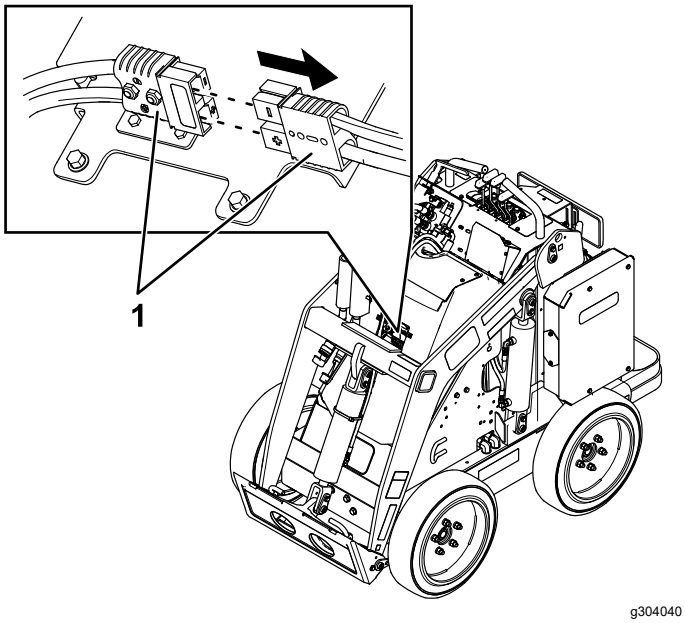

Figuur 29
Voordat u onderhoudswerkzaamheden verricht aan de machine, moet u de machine afsluiten van de stroomtoevoer door de hoofdstroomaansluitingen los te koppelen (Figuur 29).
5. Koppel de twee stroomaansluitingen los (Figuur 29).